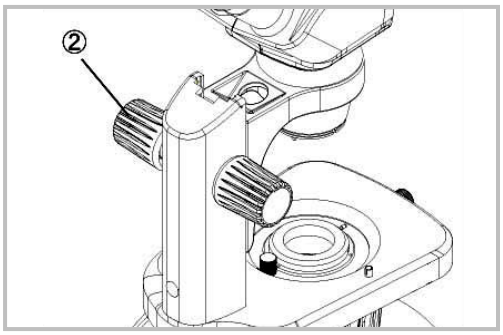

Fig. 5
**Adjusting the Rotation Tension Of the Focus Adjustment Knob (Fig. 5)**